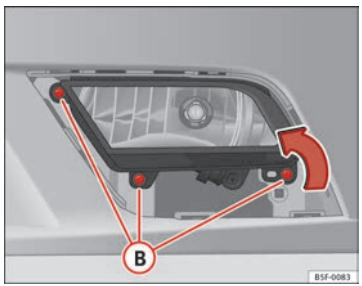

Fig. 147 Farol de nevoeiro
– Retire os parafusos (3x) ⇒ Fig. 147 (B) para extrair o farol de nevoeiro.